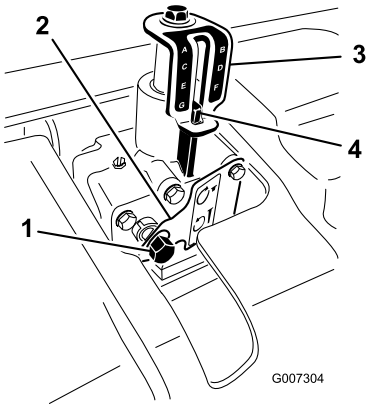

Figur 21
3. Sæt en skraldeanordning med sokkel på 9/6 tomme oven på dybdejusteringsenhedens indgangsaksel (Figur 21).
5. Drej dybdejusteringsenheden med uret for at reducere luftningsdybden, eller drej den mod uret for at øge luftningsdybden. (Figur 21).
6. Drej dybdejusteringsenhedens indgangsaksel, indtil den ønskede dybde opnås som vist på dybdeindikatorens mærkat (Figur 21).
**Bemærk:** Sytten (17) omdrejninger af dybdejusteringsenhedens indgangsaksel er lig med en dybdeændring på ca. 6 mm.